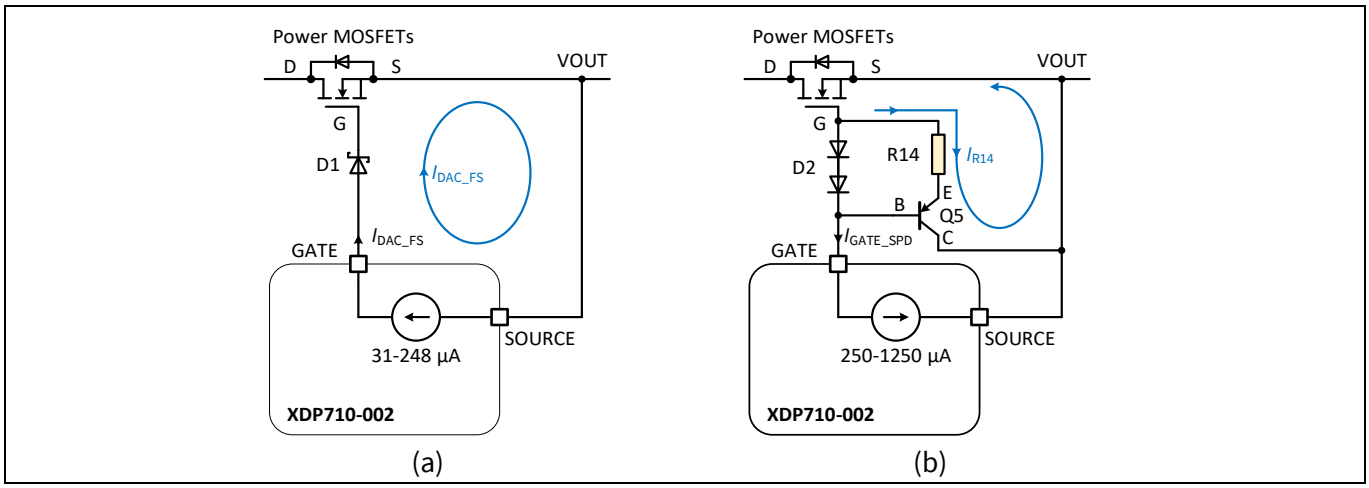

Figure 14 Simplified schematics of external circuit for fast switch-off in circuit #2, (a) gate turn-on, (b) gate turn-off
Figure 14 shows the simplified schematics for the external circuit for fast switch-off circuit #2, (a) for gate turning on, and (b) for gate turning off.
During gate turn-on, as shown in Figure 14(a), the gate charging current I_{DAC_FS} flows from XDP710-002 GATE pin to the gate of external power MOSFETs, through the Zener diode D1. A Schottky diode is used for D1, so that a maximum voltage drop of 0.3 V is observed for the gate-to-source voltage on the MOSFET side. The diodes D2 and BJT transistor Q5 are OFF.
During gate turn-off, as shown in Figure 14(b), the gate discharging current I_{GATE_SPD} flows from the MOSFET gate to XDP710-002 GATE pin goes through D2, the two diodes in series, and the BJT transistor Q5 turns ON. The voltage drop on the resistor R14 is almost constant (≈ 0.7 V), and the gate-to-source turn off current of the MOSFETs has an extra path through R14 and Q5's emitter terminal (E) to collector terminal (C), with the current value shown in the following equation: